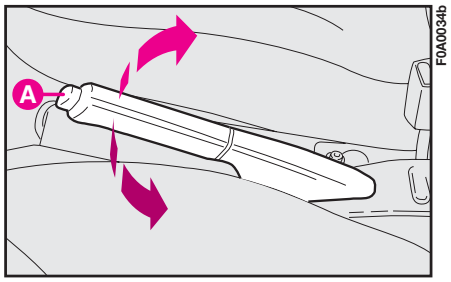

fig. 1
**1)** Slightly lift the handbrake and press release button **A-fig.1**.